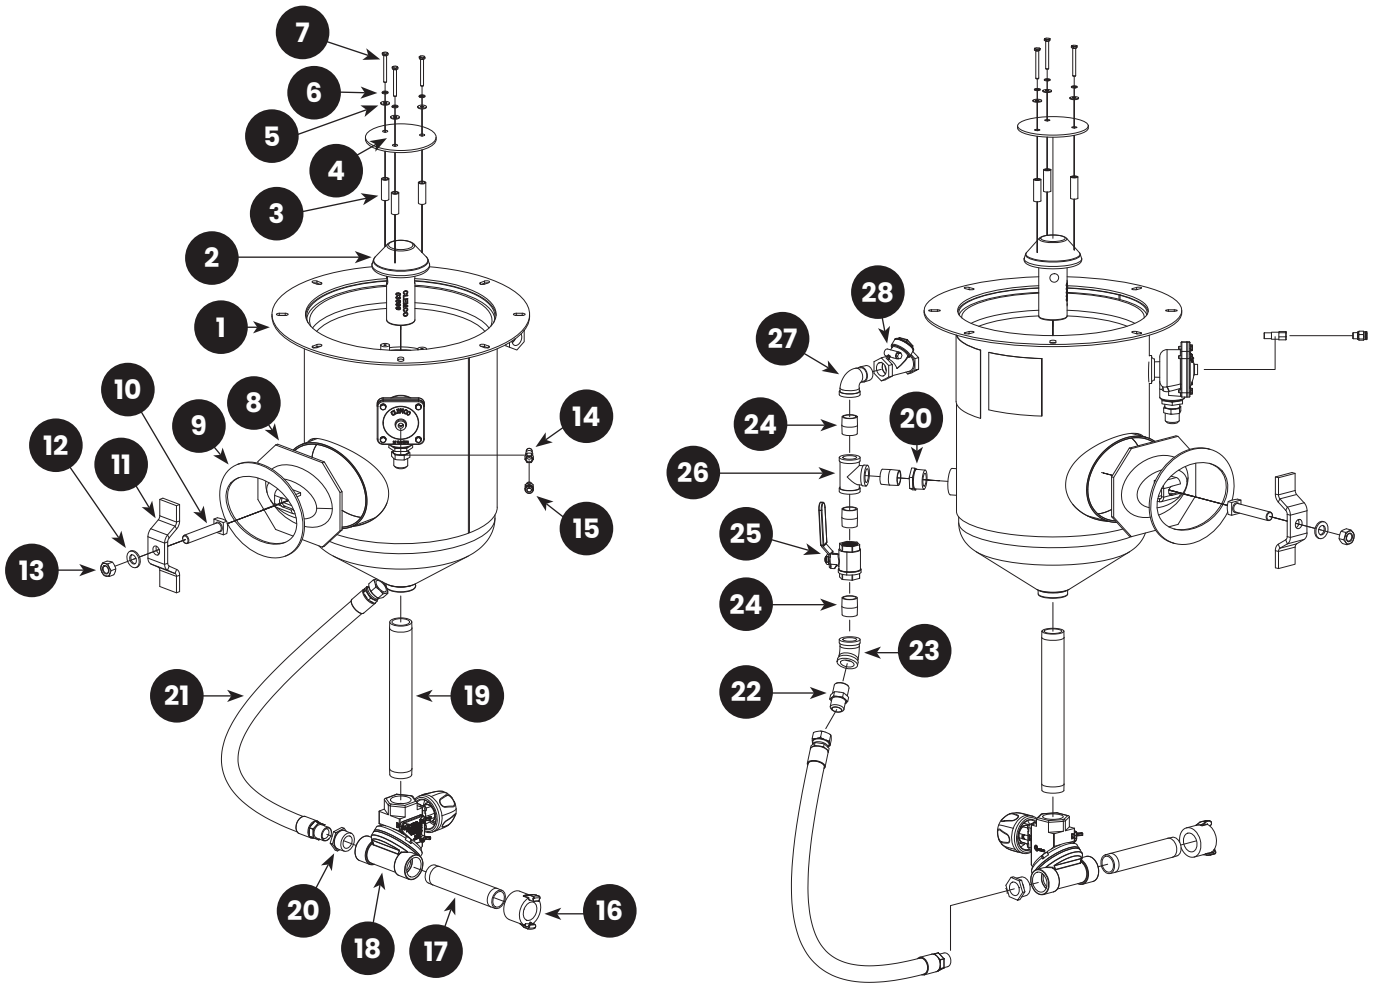

FIGURE 18
9.3 | Blast Machine – Figure 18